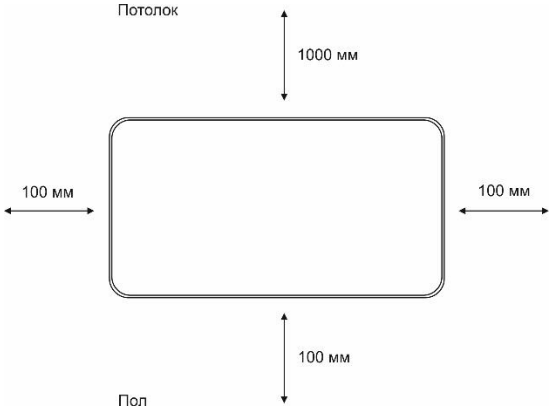

Рис. 3 Минимальное расстояние до посторонних предметов при настенной установке
1. Определите место установки прибора с соблюдением минимальных расстояний до посторонних предметов, потолка и пола. (**Рис.3**).